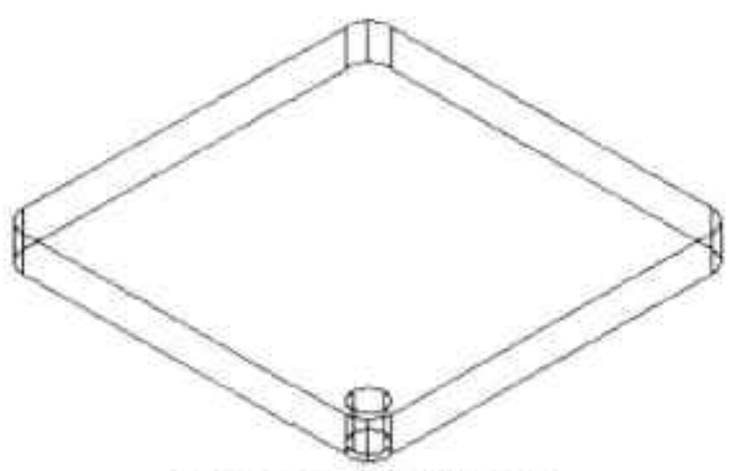

图13-50 绘制圆柱体
Step03 执行“圆柱体”命令，捕捉圆角圆心，绘制底面直径为7mm、高8mm的圆柱体，如图13-50所示。